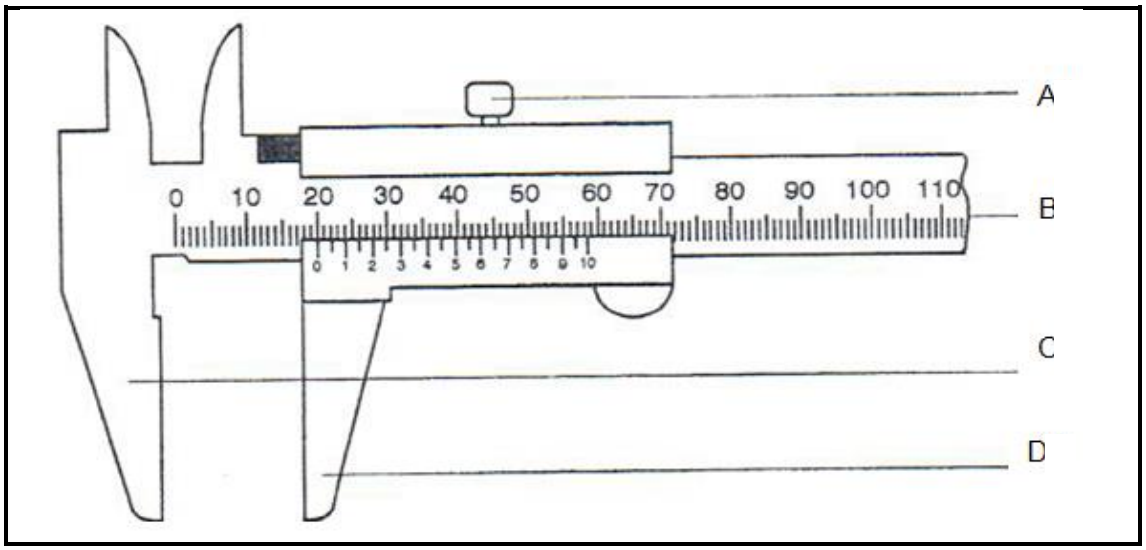

FIGURE 1
2.1 FIGURE 1 shows a diagram of a measuring instrument. Answer QUESTIONS (1.1.1–1.1.4) with regard to the diagram in FIGURE 1.
2.1.1 What is the name of the measuring instrument shown in FIGURE 1? (1)